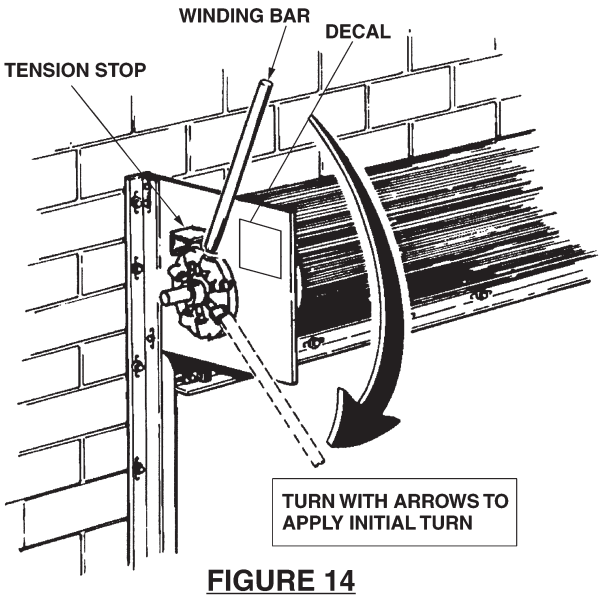

FIGURE 14
- Wind Tension Wheel in the direction shown in Figure 14. Apply the Initial Turns shown on the tension headplate decal and on the “Installation Data” sheet.
- After proper tension is applied, install the tension pin into tension wheel hole and allow wheel to rotate until the pin is against the tension stop. See Figure 14.